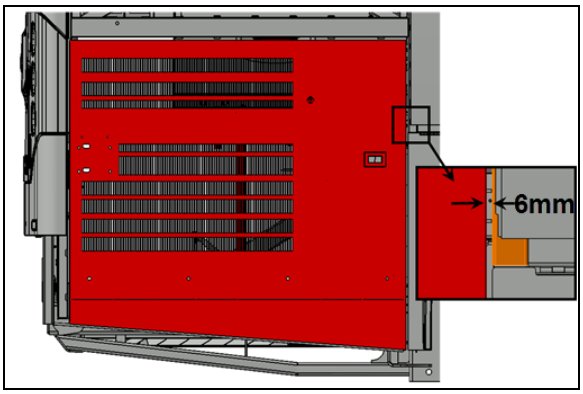

**FIGURE 109**
5. Check the gap between the door and the adjacent panel at the level of the upper attachment point of the arm on the door. The gap should be ¼" (6 mm) (FIGURE 109).